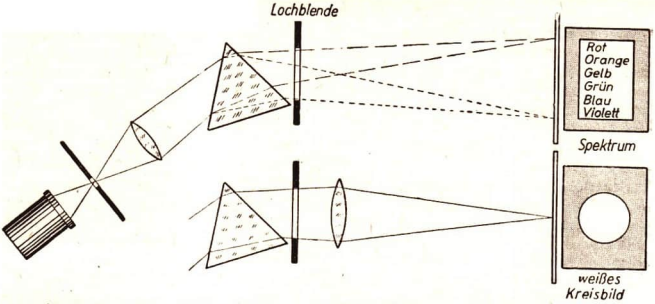

Abb. 185/1. Versuch zur Wiedervereinigung der Spektralfarben zu Weiß
3. Wiedervereinigung der Spektralfarben. Die Zerlegung des weißen Lichtes in die Spektralfarben durch Brechung läßt sich umkehren. Der folgende Versuch zeigt, daß man die Spektralfarben wieder zu weißem Licht vereinigen kann (Abb. 185/1). Dieser Vorgang ist eines von vielen Beispielen für die *Umkehrbarkeit physikalischer Vorgänge.*